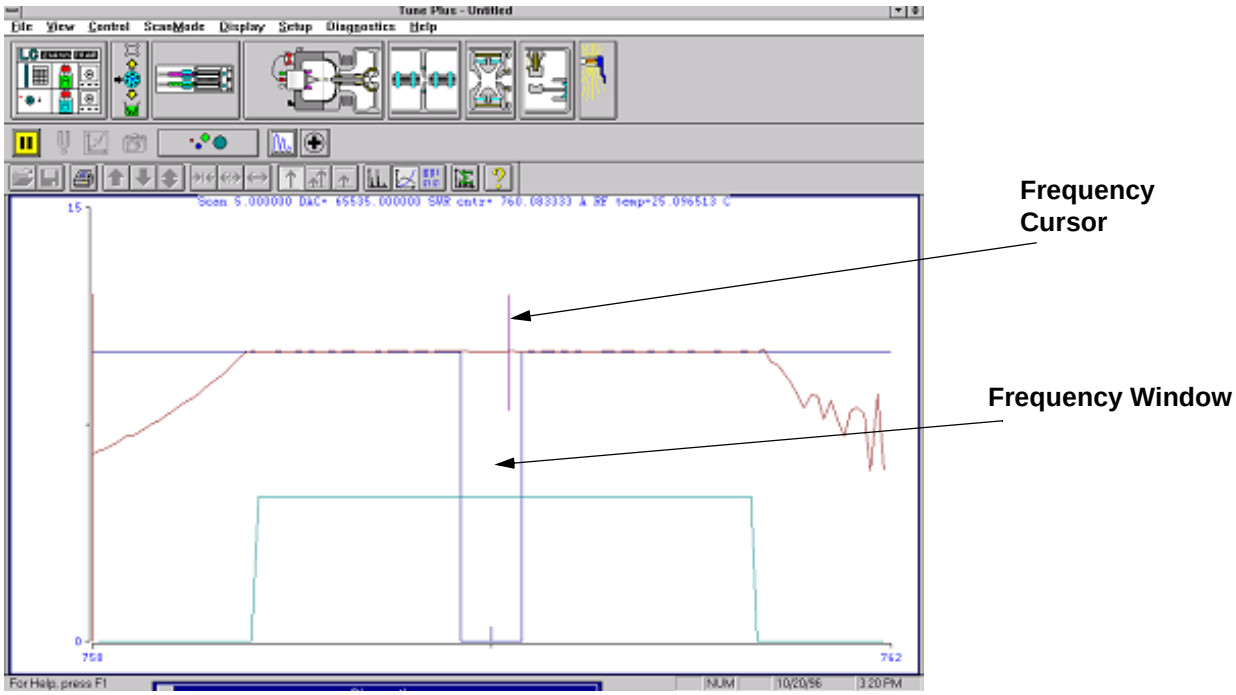

Figure 4-12. Graph view for ring electrode RF voltage tuning
b. Click on the **Start** button to start the ring electrode RF frequency tune program. The Graph view displays several tune functions, a frequency cursor, and a frequency window. See Figure 4-12.